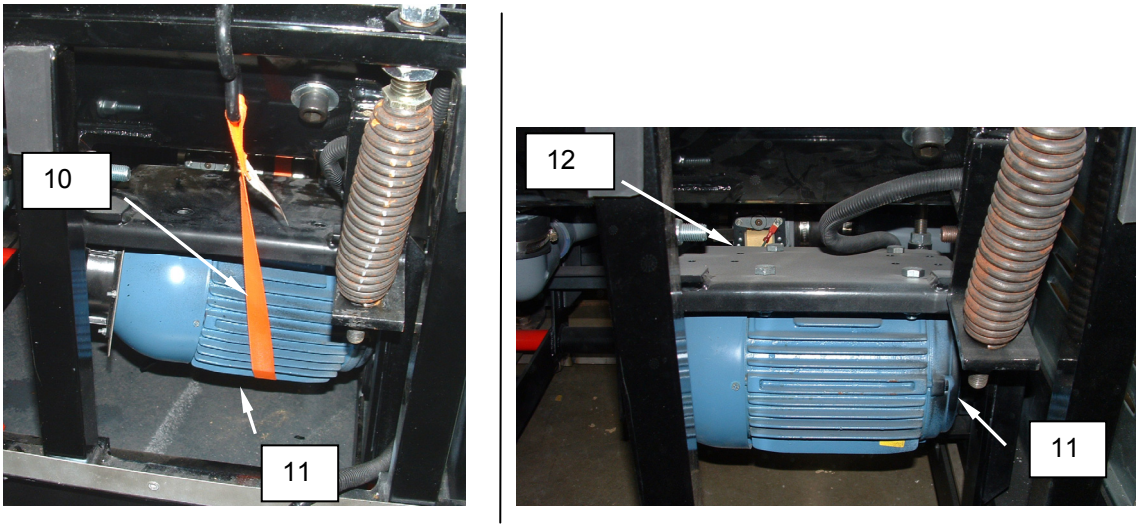

Figure 4. Replace the Washer Motor.
9. Fasten two 1-inch straps **(Figure 4, Item 10)** to both drum support rails, looping under the motor **(Figure 4, Item 11)**. Space the straps evenly and tighten straps.
10. Remove bolts, washers, and nuts securing motor **(Figure 4, Item 11)** to motor mount **(Figure 4, Item 12)**, and slowly release the strap **(Figure 4, Item 10)** to remove motor. Leave the strap(s) in place.